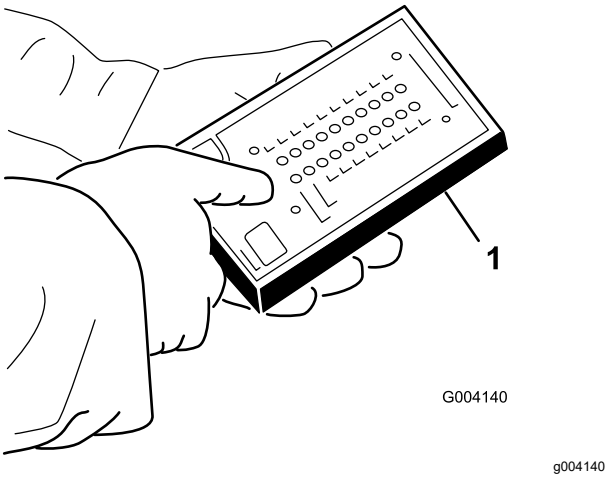

Figur 38
5. Koble diagnostikkinstrumentet ACEs displaykonnektor til ledningssatskontakten (Figur 38).